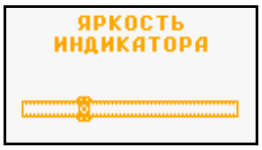

Рисунок 41 – Кадр настройки яркости индикатора
6.4.9.3 Пункт меню «ЯРКОСТЬ» предназначен для увеличения или уменьшения яркости подсветки индикатора (дисплея). Для увеличения яркости необходимо перемещать бегунок вправо, для уменьшения – влево (рисунок 41).